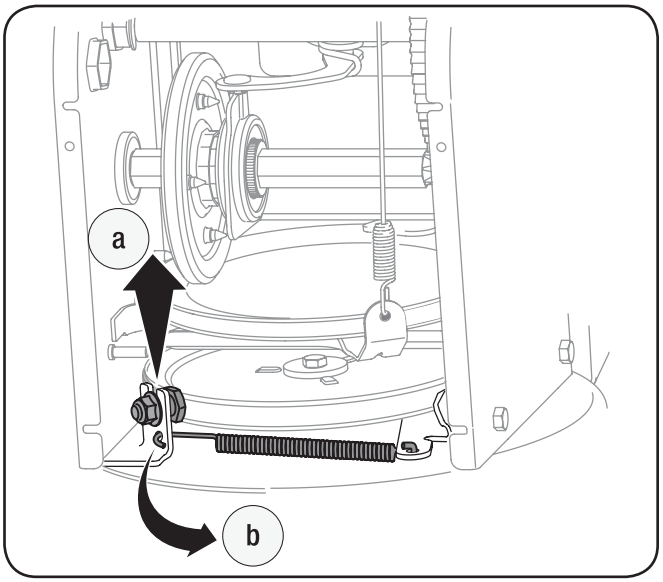

Fig. 7-4
6. Dégagez la courroie commit suit. Voir la Fig. 7-4.